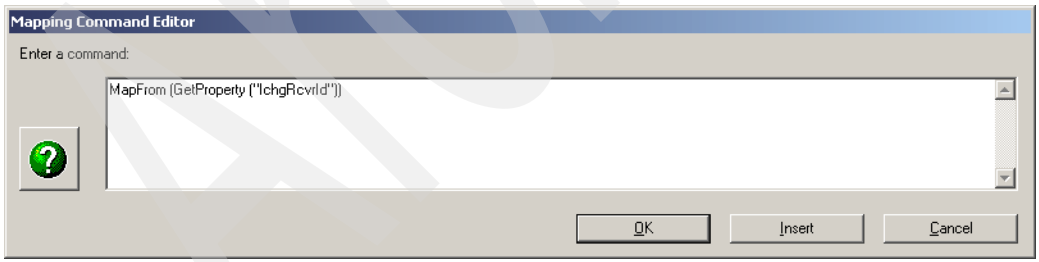

Figure 18-22 Mapping command
6. The Mapping Command Editor should appear as shown in Figure 18-22.